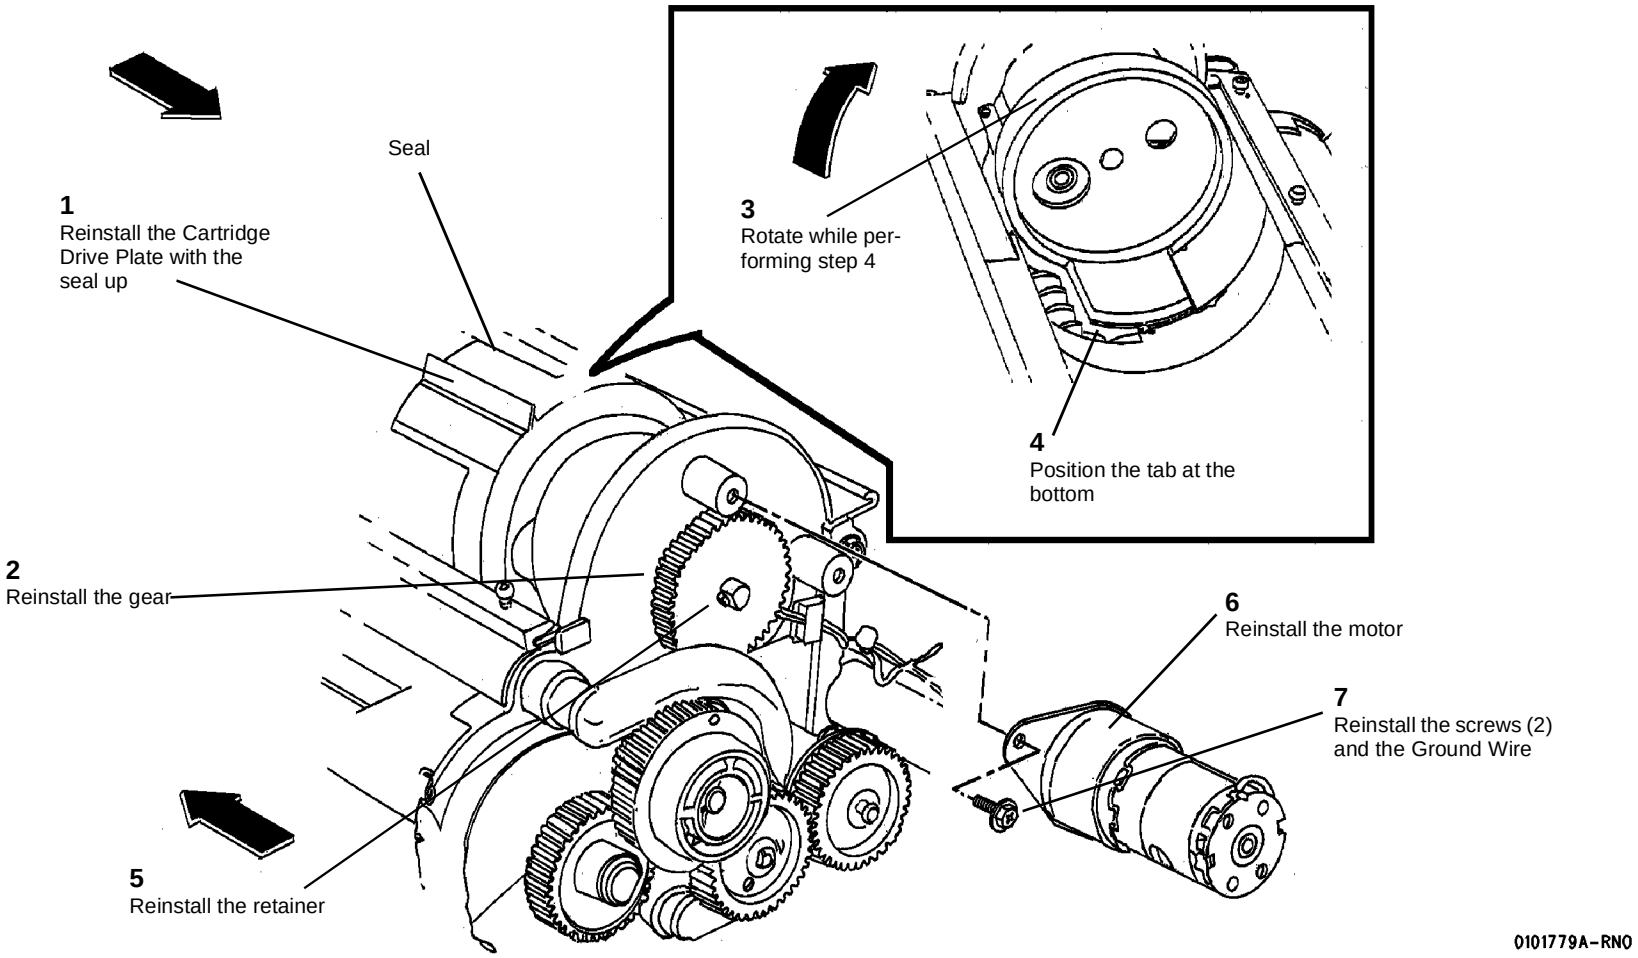

**Figure 2 Reinstalling the Cartridge Drive Plate**
1. (Figure 2): Reinstall the Cartridge Drive Plate.